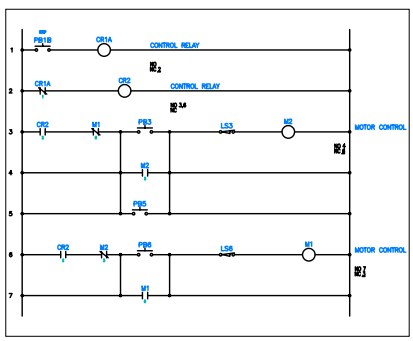

Figure 6-55 *The ladder after using the* ***Scoot*** *tool*
5. Press ENTER to exit the command. Figure 6-55 shows the schematic diagram after using the **Scoot** tool.